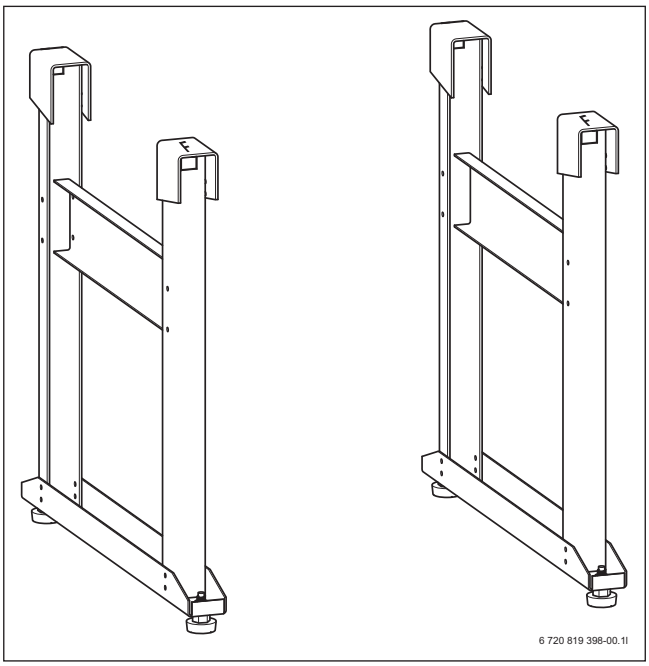

Bild 13 Kennzeichnung an den Befestigungsfüßen
▶ Montagerichtung des Gestells beachten: Die Seite, an der ein „F“ in die Befestigungsfüße gestanzt ist, muss mit der Ausblasseite übereinstimmen (→ Bild 13).